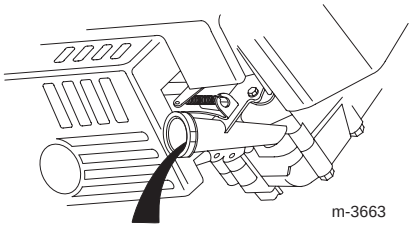

Figure 20
6. Tip the lawn mower onto its **left** side (air filter up), allowing the oil to drain into the drain pan (Fig. 20).